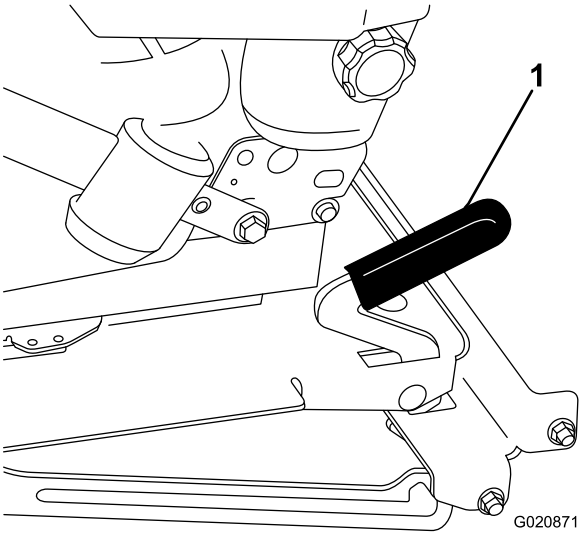

Figuur 33
2. Trek de stoelvergrendeling naar voren en til de stoel op om deze te ontgrendelen (Figuur 33).